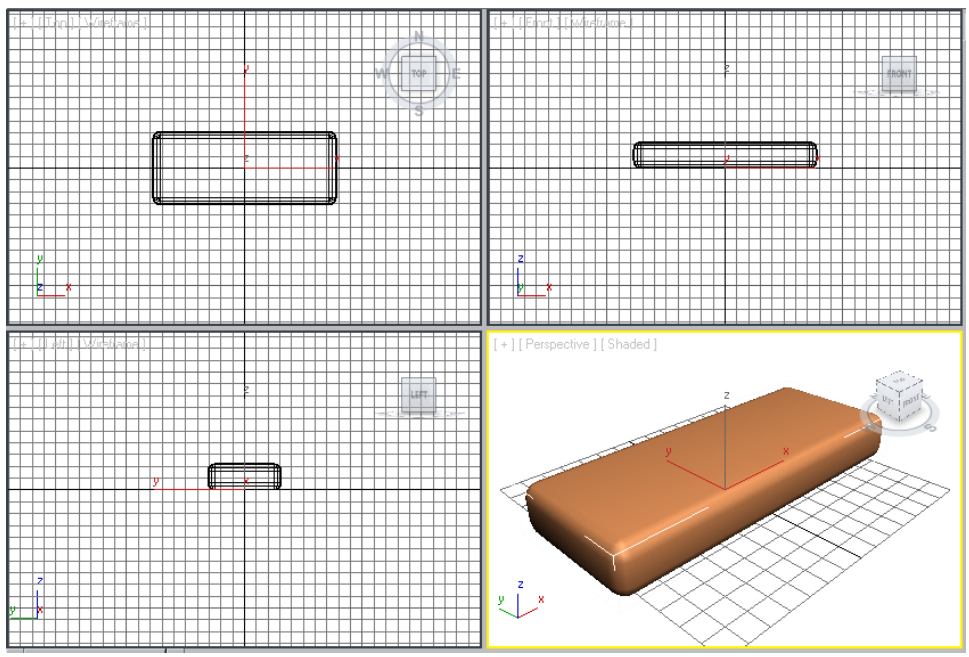

Figure 3-29 *A chamfer box created for the seat support*
3. Choose the **Create** button; a chamfer box is created, as shown in Figure 3-29.